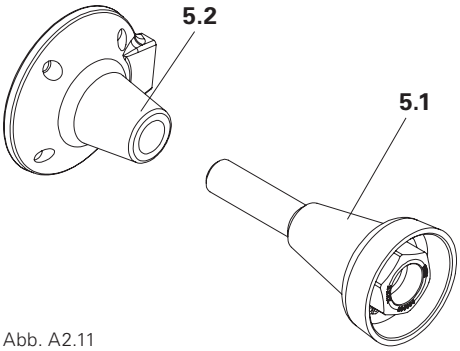

Abb. A2.11
1. Schraubkonus M24/DW 20 (**5.1**) bis zum Anschlag auf Gewindeplatte DW 20 (**5.2**) schrauben (Abb. A2.11).